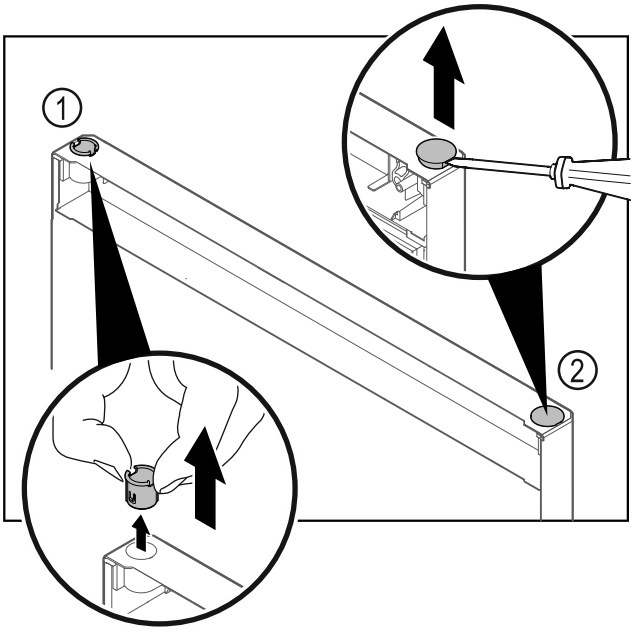

Fig. 24
▶ Extraer el casquillo de bisagra *Fig. 24 (1)* con los dedos.
▶ Levantar cuidadosamente el tapón *Fig. 24 (2)* con un destornillador para tornillos de cabeza ranurada y extraerlo.